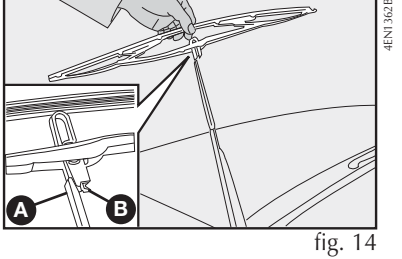

fig. 14
Substituição das palhetas do limpador do para-brisa - fig. 14
2) Tirar a palheta apertando a trava **B-fig. 14** na haste **A** e simultaneamente empurrando-a para baixo; a seguir, desengatar a palheta da haste **A**;